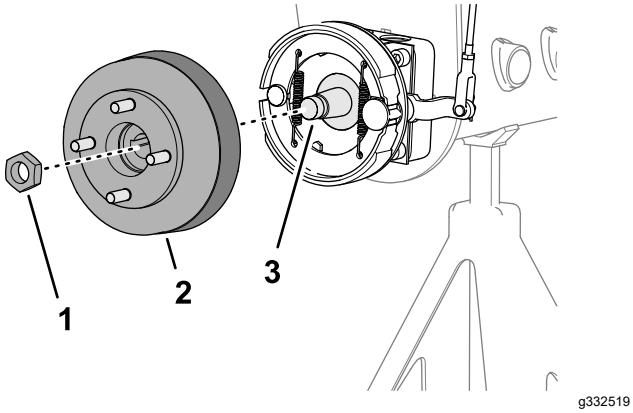
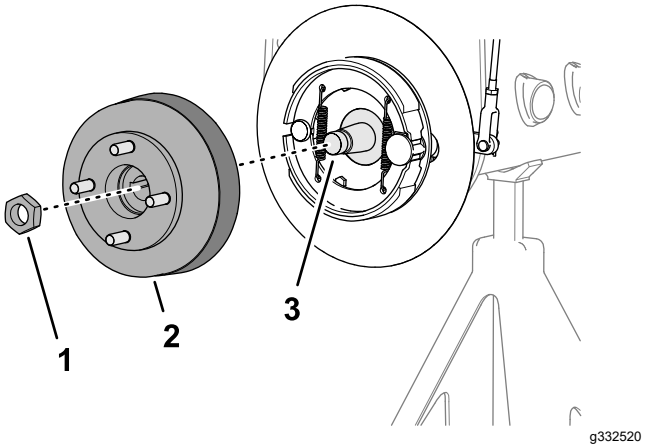

**Figur 63**
**Figur 64**
1. Fjern låsemutteren som fester navet til hjulmotorakselen (Figur 63 eller Figur 64).
4. Bruk den spesifiserte hjulnavtrekkeren for å fjerne hjulnavet og bremsetrommelen fra hjulmotorakselen (Figur 63 eller Figur 64).